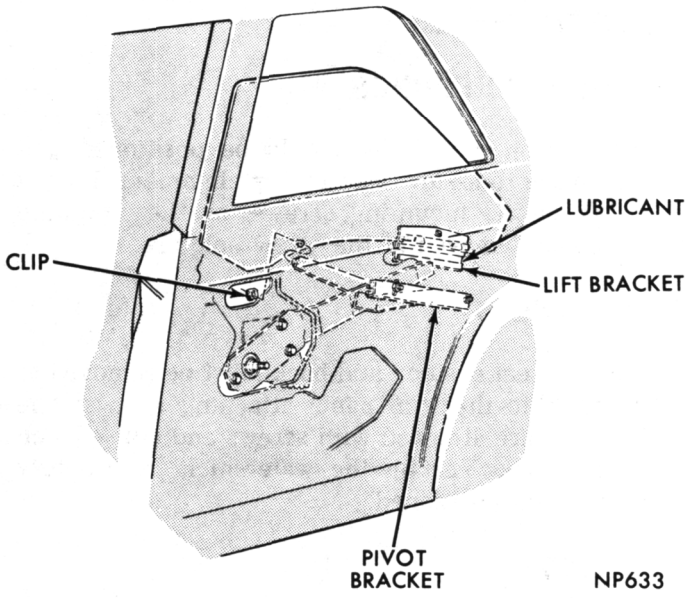

Fig. 36—Quarter Window Replacement—Sedan
(1) Lower glass and through front access opening, remove clip from regulator arm stud pin (Fig. 36).
(2) Pull regulator arm stud out of bushing.
(3) Push up on front of glass while holding arm stud pin, until front of glass is clear of stud.